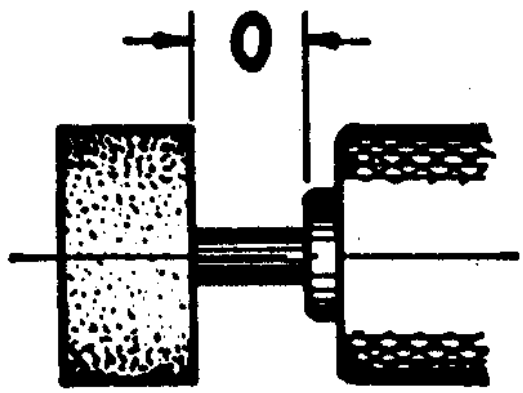

FIGURE 23
(4) The operating speed and overhand of a mounted wheel shall be not more than that prescribed in tables 23 to 31 of R 408.10199 (See figure 23).